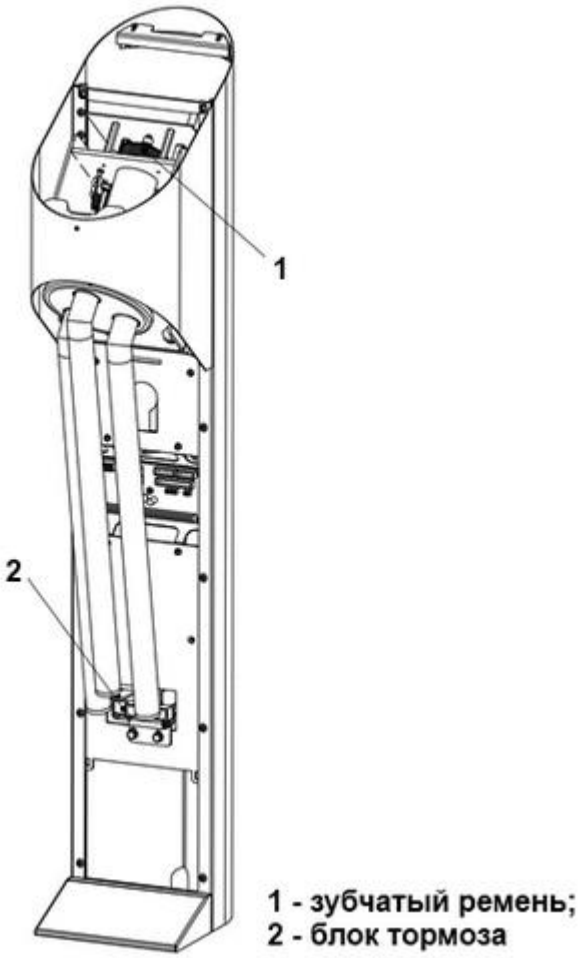

Рисунок 18 – Зубчатый ремень турникета
3.6.4 Проверить состояние зубчатого ремня и его натяжение (Рисунок 18 – 1).
3.6.5 Проверить общее состояние резиновой пластины блока тормоза (Рисунок 18 – 2).